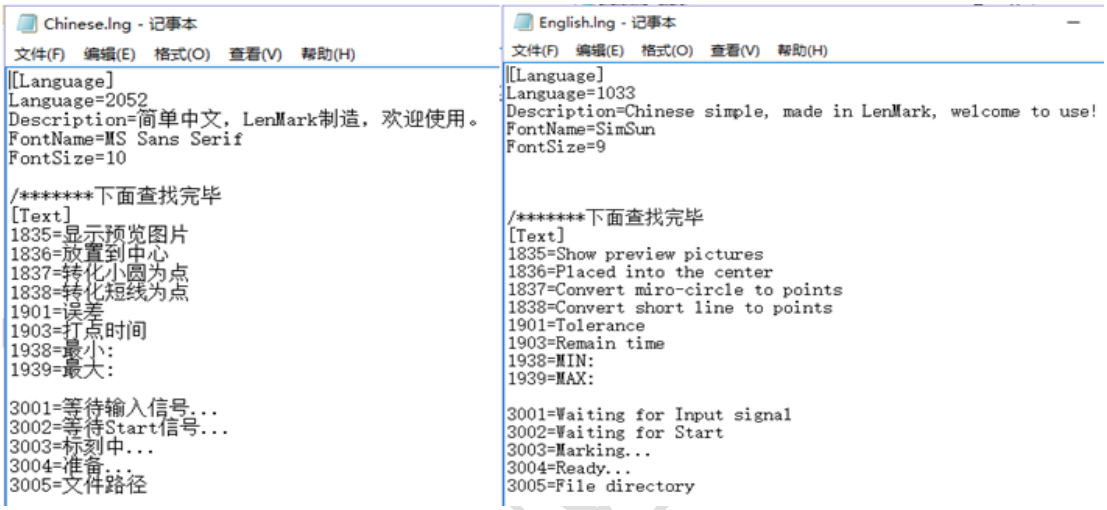

Figure 1-2-1 Language Setting Configuration File
e.g.: Make "Chinese.Lng version" convert to "English, version". " Description = English " change to "Descripition = English" ; "1835=显示预览图片" change to "1835=Show preview pictures " (only change Chinese words into English which located after sign "="). File name saved as "English.lng ". As figure1-2-1 "Language Setting Configuration File"